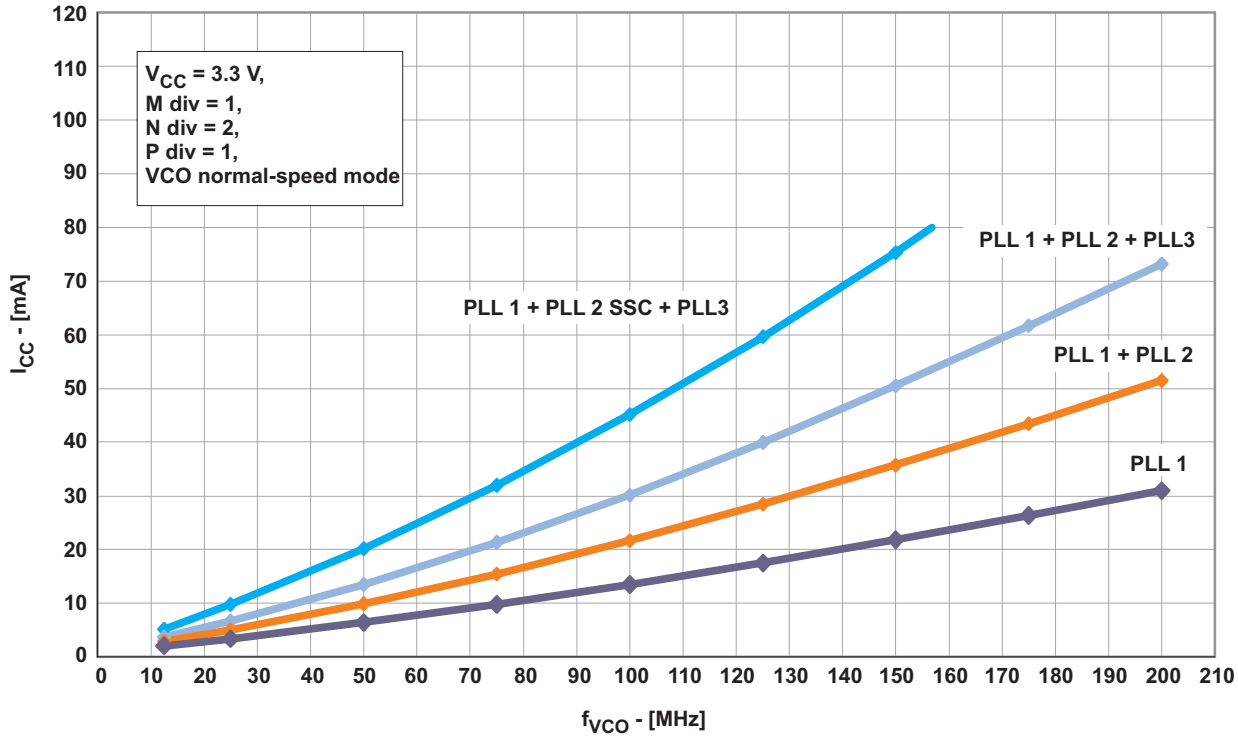
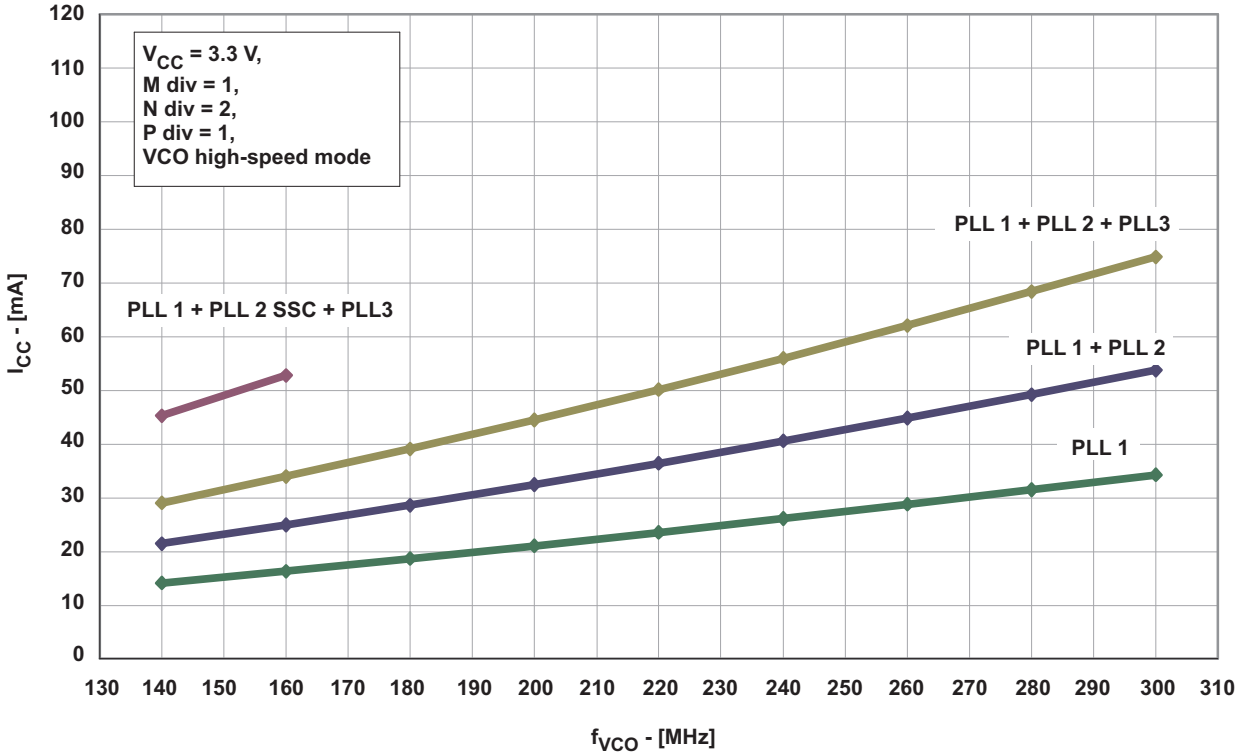
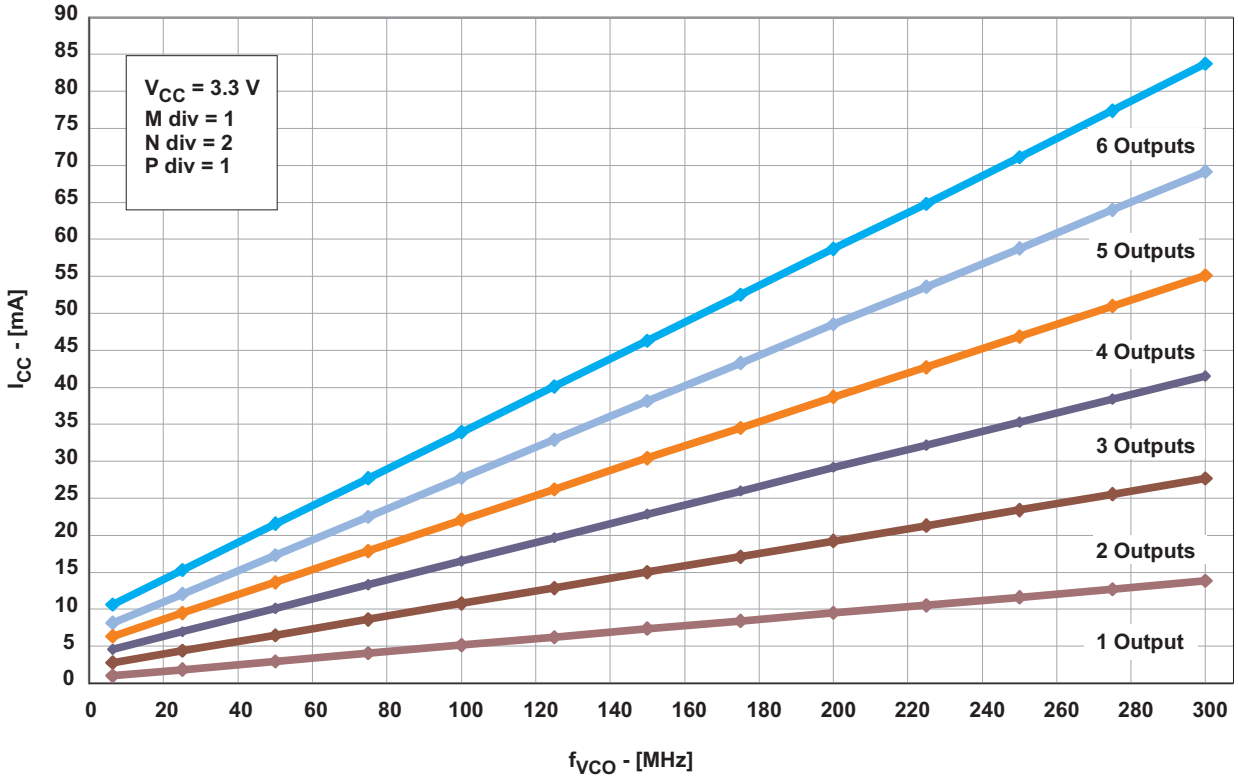
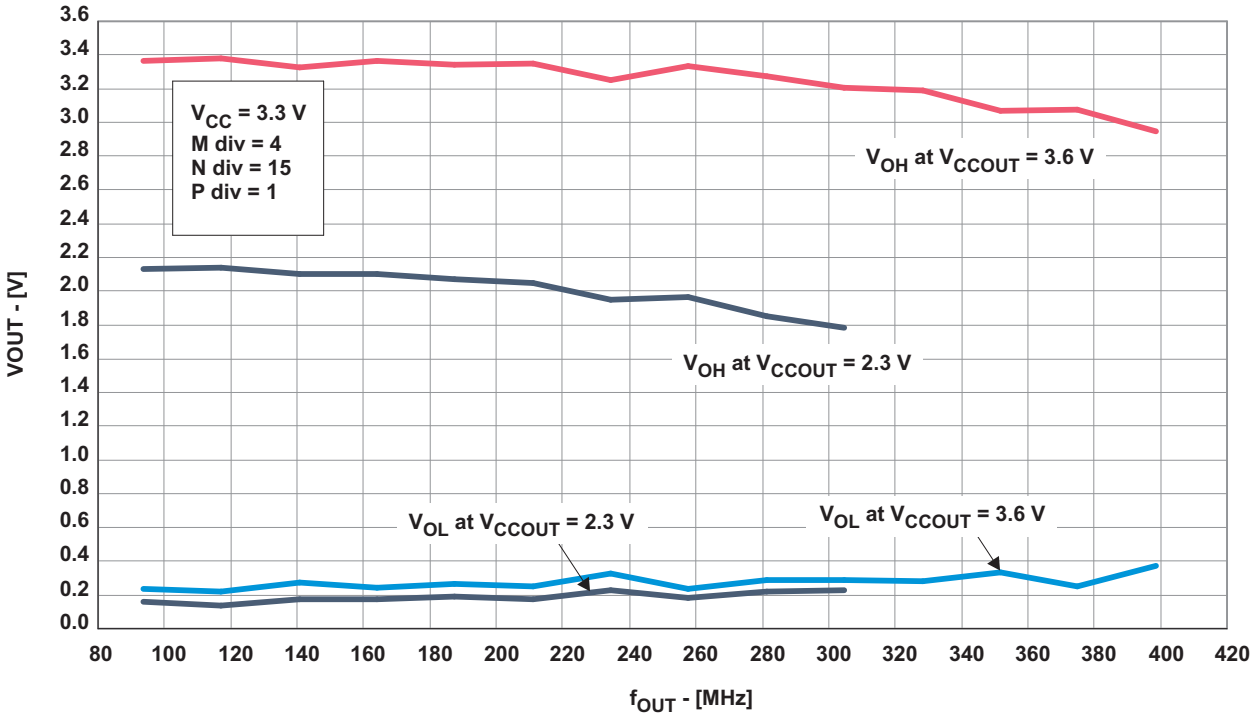

Figure 2. I_{CC} vs Number of PLLs and VCO Frequency (VCO at Normal-Speed Mode, Byte 6 Bit [7:5])
Figure 3. I_{CC} vs Number of PLLs and VCO Frequency (VCO at High-Speed Mode, Byte 6 Bit [7:5])
Figure 4. I_{CCOUT} vs Number of Outputs and VCO Frequency
Figure 5. Output Swing vs Output Frequency
(1) All typical values are at respective nominal V_{CC}.
(2) For calculating total supply current, add the current from Figure 2 , Figure 3 , and Figure 4 . Using high-speed mode of the VCO reduces the current consumption. See Figure 3 .
(3) Normal-speed mode or high-speed mode must be selected by the VCO frequency selection bit in Byte 6, Bit [7:5]. The min $f_{(VCO)}$ can be lower but impacts jitter-performance.
(4) Do not exceed the maximum power dissipation of the 20-pin TSSOP package (600 mW at no air flow). See Figure 5
(5) 50000 cycles.
(6) Jitter depends on configuration. Jitter data is normal t_r/t_f, input frequency = 3.84 MHz, $f_{(VCO)}$ = 245.76 MHz.